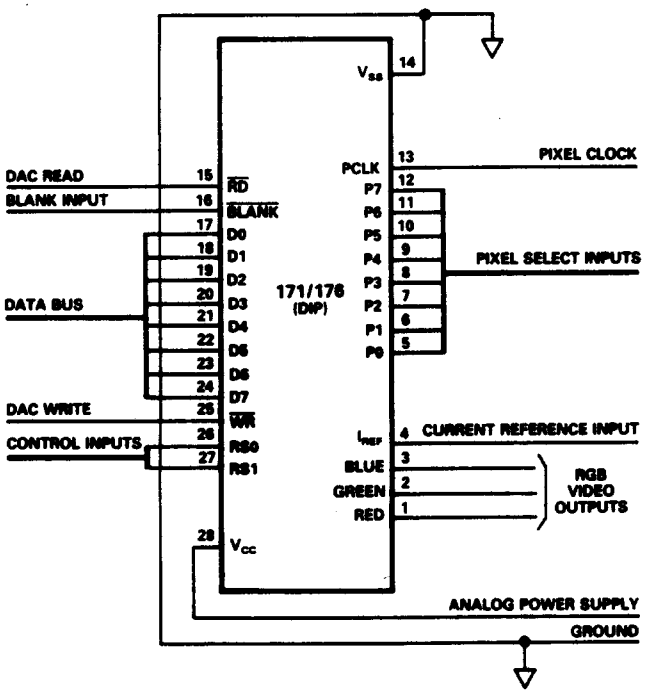
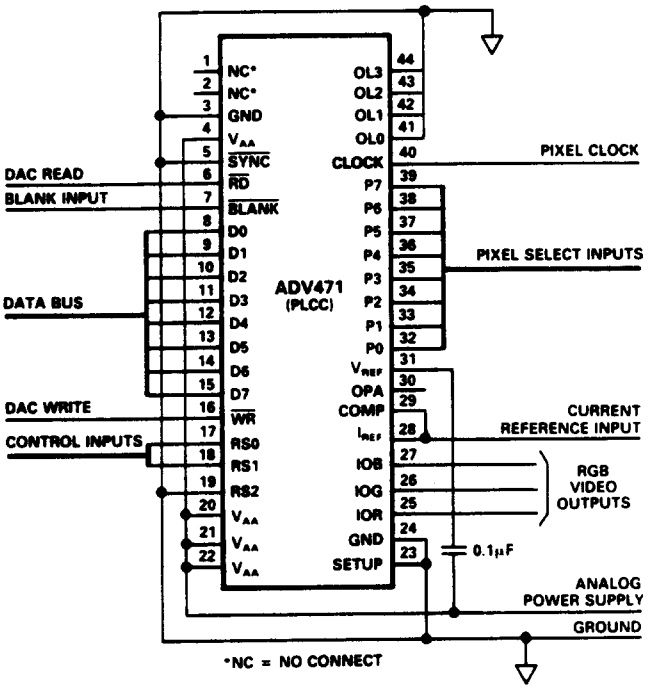

Figure 1. VGA Connection Diagram for 171/176
Figure 2. VGA Connection Diagram with the ADV471 Replacing the 171/176
An ADV471 can be used in VGA* type graphic systems to replace the 171 or the 176. If the designer does not want to use the additional functions of the ADV471, it is quite simple to have these functions disabled. The diagrams below illustrate just this. Figure 1 shows the circuit connection diagram for a 171/176. Figure 2 is the connection diagram for an ADV471 in an application that was designed around a 171/176. It is an ADV471 functioning as a 171/176.
The additional pins of the ADV471 inputs (OL0–OL3) are connected as shown in Figure 2. The overlay inputs (OL0–OL3) are tied to ground as well as control inputs (RS2, SETUP and $\overline{SYNC}$). OPA is left floating while the pin V_{REF} is connected through a 0.1μF ceramic capacitor to V_{AA}. The additional V_{AA} pins are connected to the analog power supply while all GND pins are connected to the ground plane. Pins 1 and 2 (NC) are no connects.